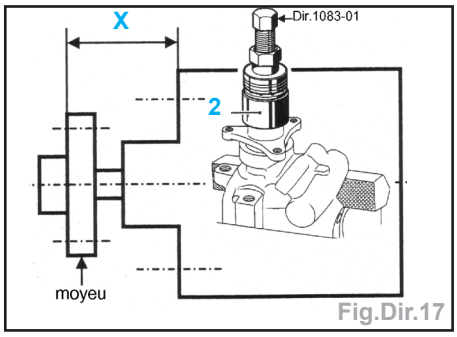

Fig.Dir.17
Nota : intercaler entre l'outil **Dir.1083-01** et le moyeu, une cale (2) d'environ 25 mm (Fig.Dir.17). Respecter la cote d'emmanchement : **X = 42,6 mm**.